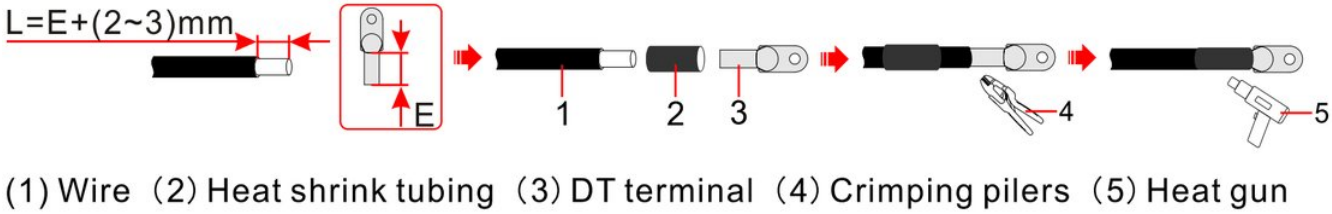

FIGURE 3-48 Crimp DT terminal
4. Crimp the DT terminal based on Figure 3-48.